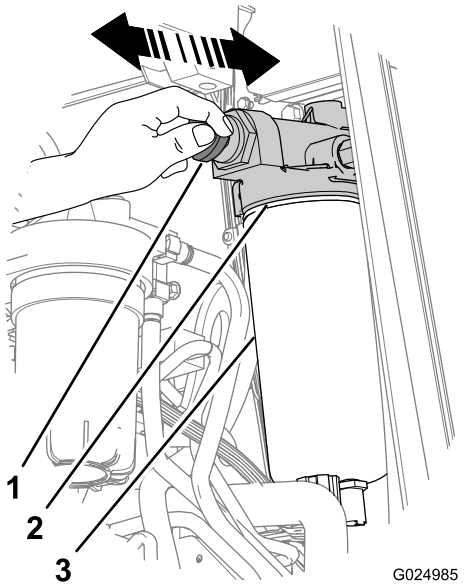

Figure 75
3. Nettoyez la tête de la pompe à carburant et la pompe d'amorçage à l'aide d'un nettoyant aérosol à séchage rapide et à l'air comprimé (Figure 75).
4. Déverrouillez la poignée de la pompe d'amorçage en la tournant **dans le sens antihoraire** (Figure 75).
5. Actionnez la poignée de la pompe d'amorçage (Figure 75) jusqu'à ce que vous sentiez une résistance et que vous ne puissiez plus pomper (environ 140 à 150 pompages pour les filtres secs ou 20 à 60 pompages pour les filtres préremplis).
6. Verrouillez la poignée de la pompe d'amorçage manuelle en la tournant dans le sens horaire jusqu'à ce qu'elle soit complètement engagée (Figure 75).